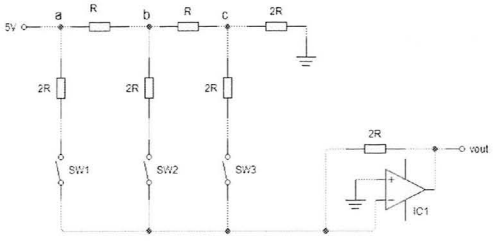

Figure 6.11
c. For a 3 bit R-2R ladder DAC in Figure 6.11, when input is 110 with +V=+5V, calculate the value of Va, Vb, Vc and Vout?